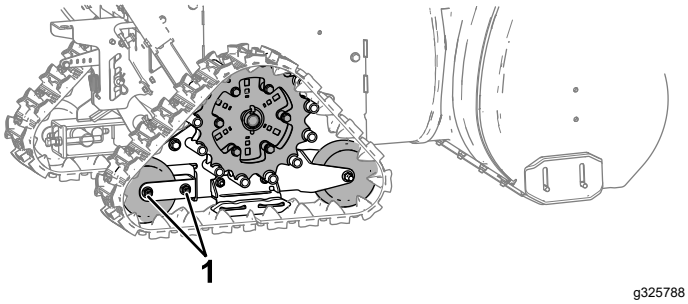

**Figure 26**
A. Desserrez légèrement les écrous sur la chape du galet arrière (Figure 26).